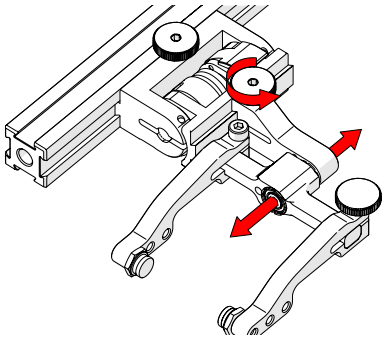

Fig. 141 - Adjust swing arm
3. Use swing arm knob to position the swing arm *(Fig. 141)*.